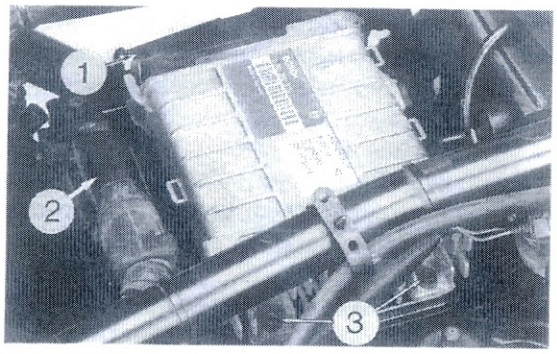
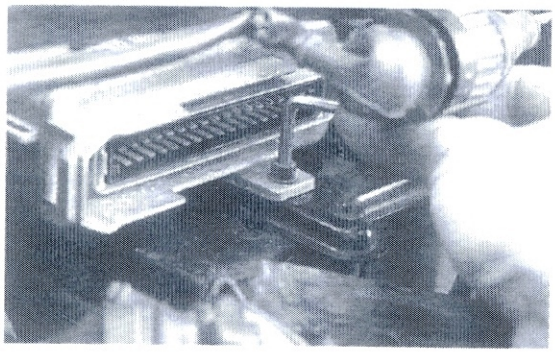

Bild 53
Bild 54
● Verriegelung des Motronic-Steckers ① Bild 53 drücken und Stecker abziehen.
● Befestigungsschrauben ③ Bild 53 und Bild 54 ausdrehen. Motronic-Steuergerät entnehmen.